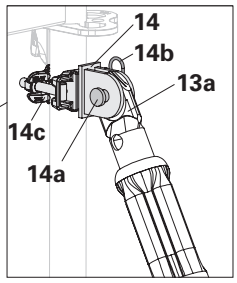

Fig. A5.01a
1. Secure coupling (14c) of the brace connector (14) to the standard of the shoring tower. (Fig. A5.01a)
2. Insert lug (13a) on the push-pull prop (13) between the lugs of the brace connector.
3. Fix push-pull prop to the brace connector using bolts (14a) and cotter pins (14b). (Fig. A5.01a)